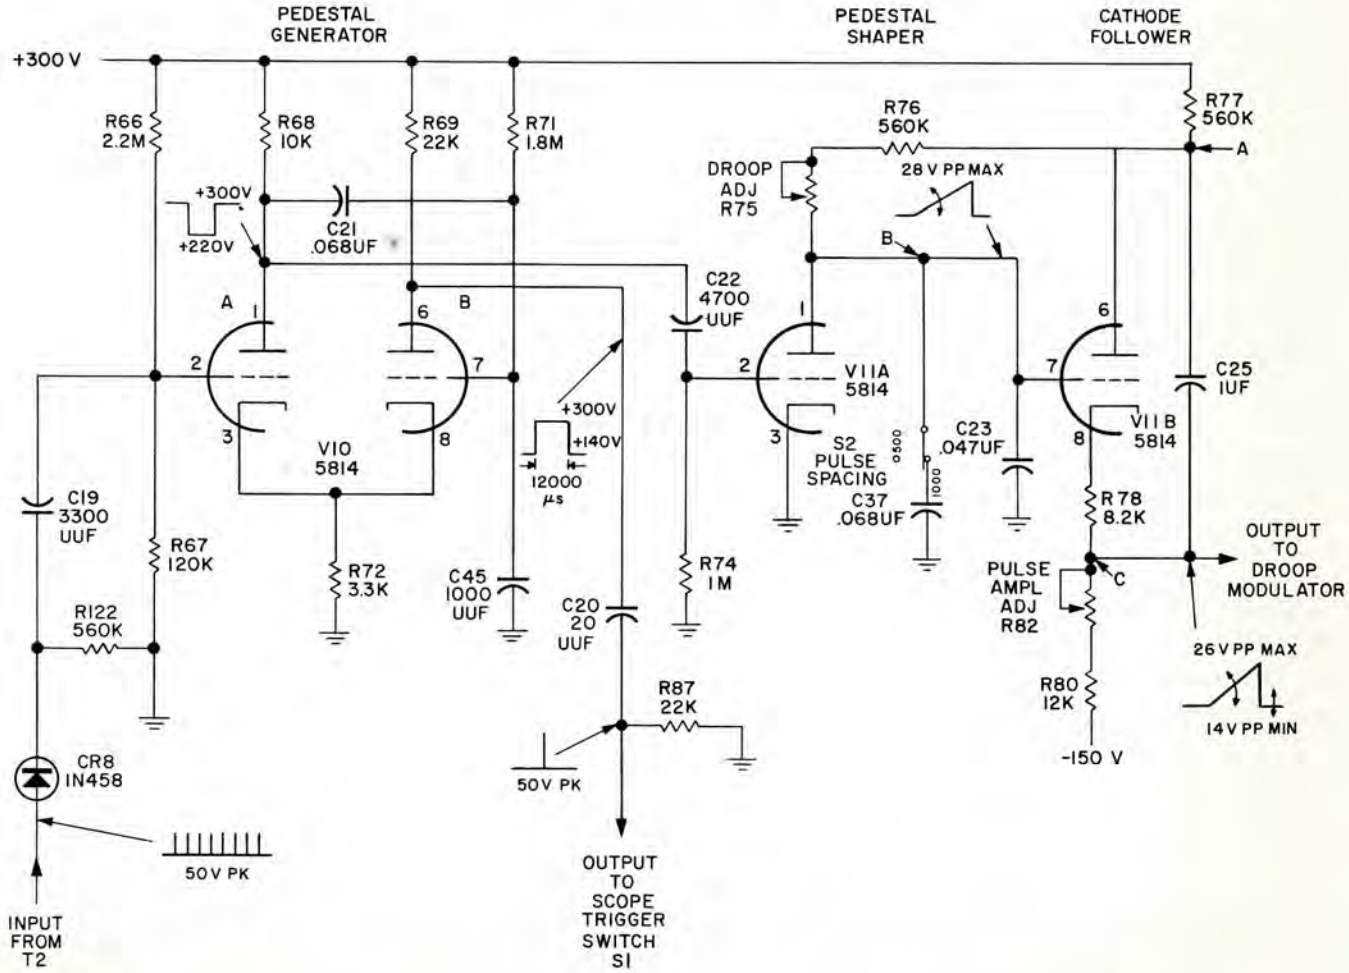

Figure 4-9. Pulse Generator 0-706/FPN-42, Droop Compensation Pedestal Generator and Shaper, Simplified Schematic Diagram
a. Undelayed transmitter triggers from isolation transformer T2 are fed to the grid (pin 2) of droop compensation pedestal generator V10 through diode CR8 and capacitor C19. Diode CR8 passes only positive triggers to V10. See figure 4-9. Tube V10 is a monostable multivibrator which produces a negative rectangular pulse, approximately 12,000 microseconds in duration, from the first trigger in each trigger group. Thus, the output pulse is long enough to encompass an entire group of pulse generator output pulses. The operation of V10 is similar to that of gate generator V6 except that the pulse duration is fixed and primarily determined by capacitor C71 and resistor R71.